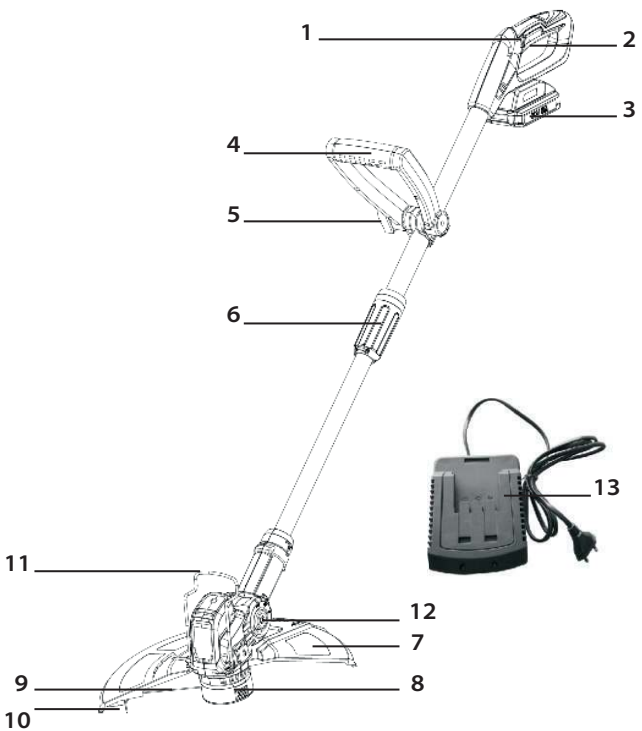

*Рис. 1*
**УСТРОЙСТВО АККУМУЛЯТОРНОГО ТРИММЕРА** *(Рис. 1)*